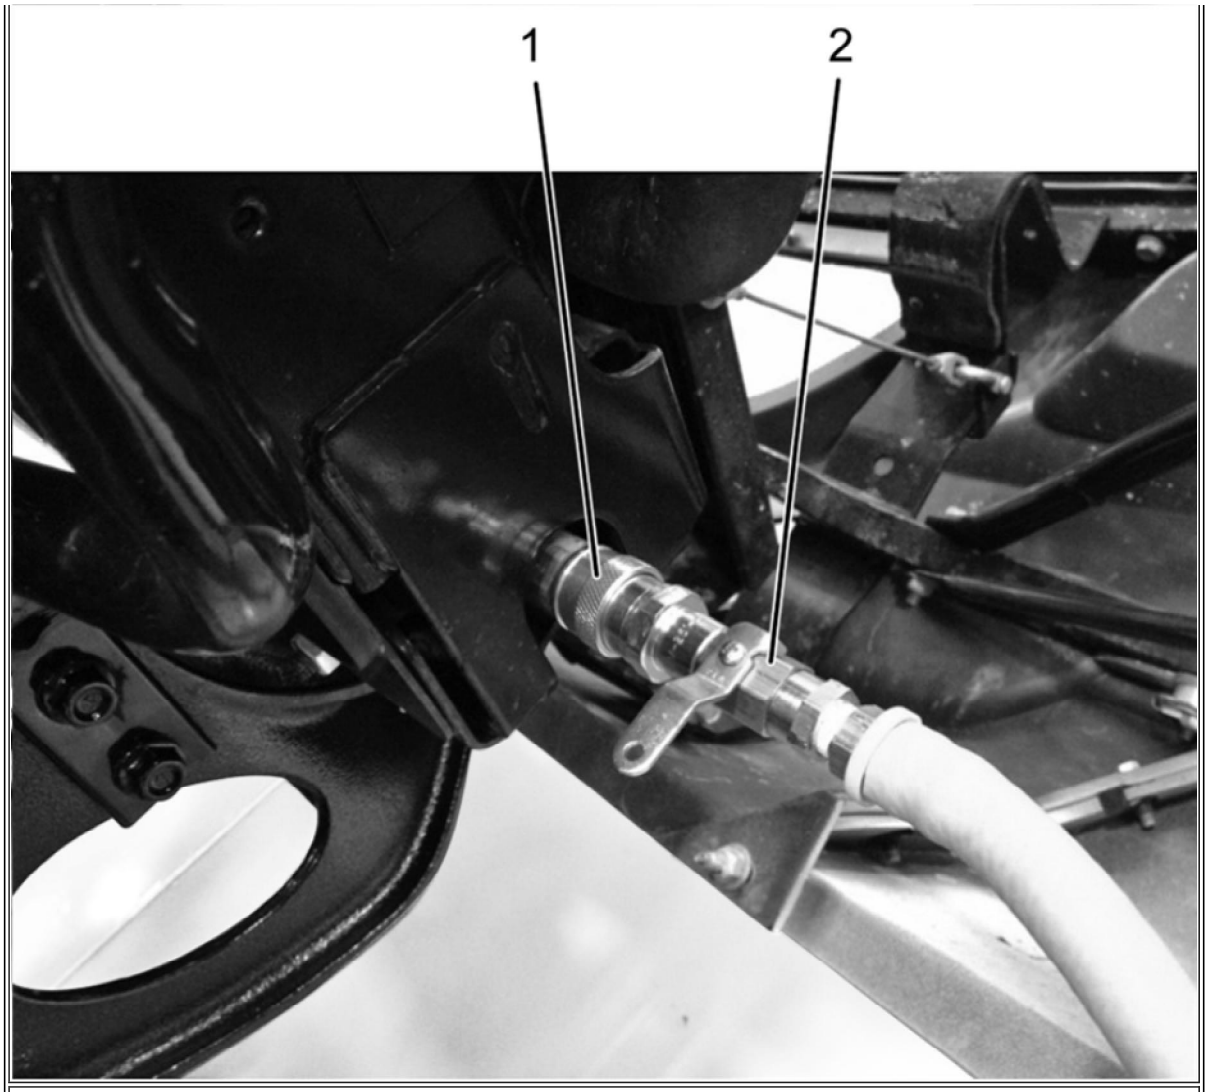
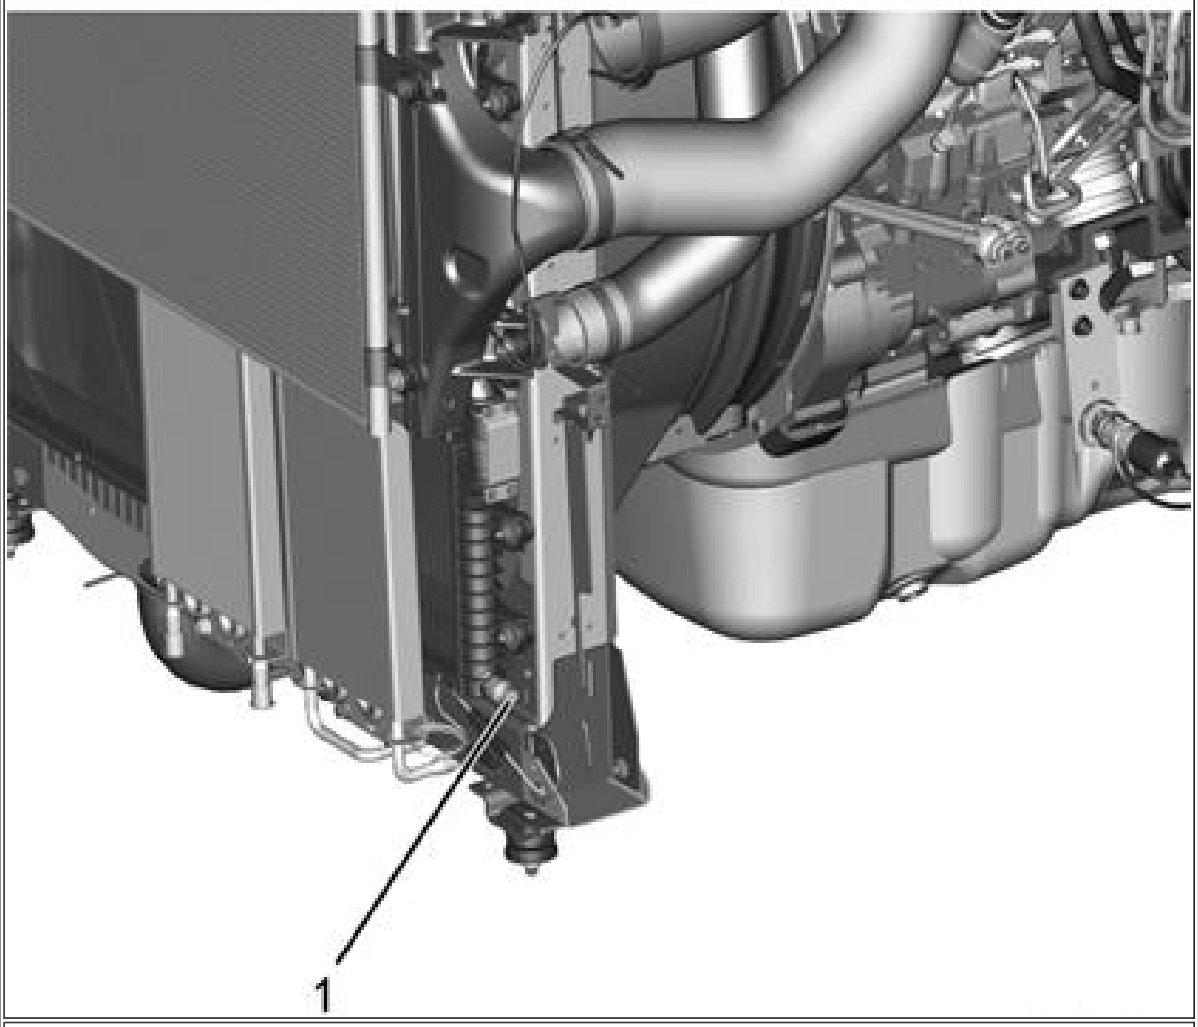

**Figure 2: Radiator Discharge Hose**
**Figure 5: Low-Temperature Radiator (LTR) Drain Coupler**
2. Connect radiator discharge hose (**Figure 2,** Item 2) onto radiator drain coupler (**Figure 2,** Item 1)
6. Connect radiator discharge hose (**Figure 2,** Item 2) onto low-temperature radiator (LTR) drain coupler (**Figure 5,** Item1)